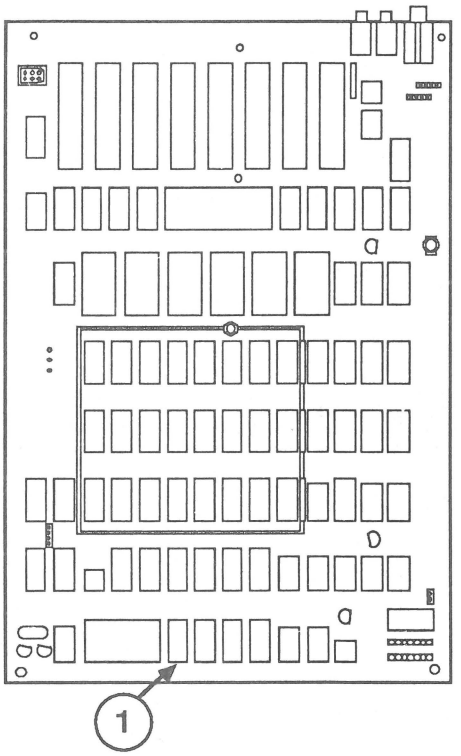

FIGURE 2
IPL.5 Motherboard (Figure 2)
8. **Gently** lift the front of the housing slightly off the base pan and unplug the keyboard connector (Figure 2, #1) from the front of the motherboard.